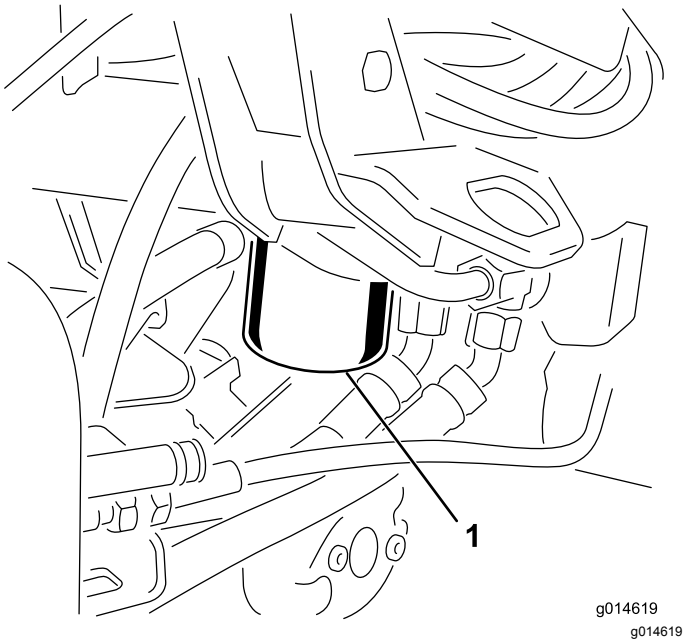

Figur 45
1. Rengjør området rundt der filteret skal festes (Figur 45). Plasser et tappefat under filteret, og ta ut filteret.